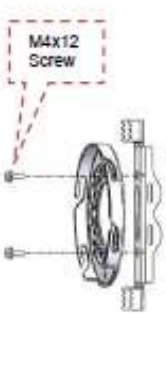

Figure 3-30
Step 1. Use the Screw(M4X12) to cross the bracket and fastener, use torque screwdriver to tighten the screw to the 1.4N.m (Figure 3-30). Insert hose clamps thru fastener and around pole (Figure 3-31). Tighten hose clamps to 5.5 Nm torque.